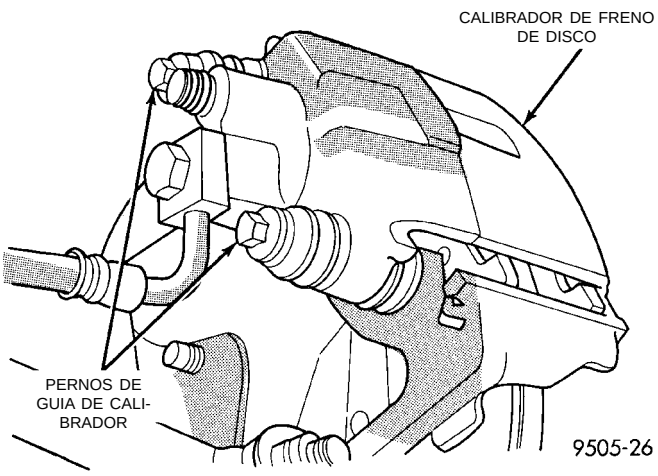

Fig. 72 Pernos del pasador guía del conjunto de calibrador
(1) Eleve el vehículo sobre gatos fijos o céntrelo sobre un elevador. Consulte Elevación en la sección de Lubricación y mantenimiento de este manual.
(2) Retire del vehículo los conjuntos de ruedas y neumáticos traseros.
(3) Retire los 2 pernos que fijan el conjunto de calibrador en el pasador guía del adaptador (Fig. 72).
(4) Retire del adaptador y el rotor el calibrador, haciendo girar primero el extremo libre del calibrador
(8) Instale los pernos del pasador guía del conjunto de calibrador y ajústelos (Fig. 72). Apriete luego ambos pernos del pasador guía con una torsión de 22 N·m (192 libras pulgada).
(9) Instale el conjunto de rueda y neumático.
(10) Apriete las tuercas de los pernos de instalación de la rueda en la secuencia adecuada hasta que todas estén con la mitad de torsión de la especificación. Después repita la secuencia de ajuste hasta que complete la especificación total de 135 N·m. (100 libras pie).
(11) Retire los gatos fijos o baje el elevador. **Antes de mover el vehículo, bombee varias veces el**